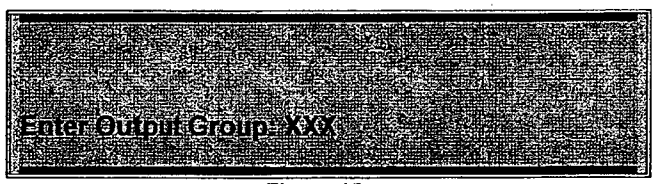

Figure 15
5. Press **"Enter"**. Figure 15 is now displayed.